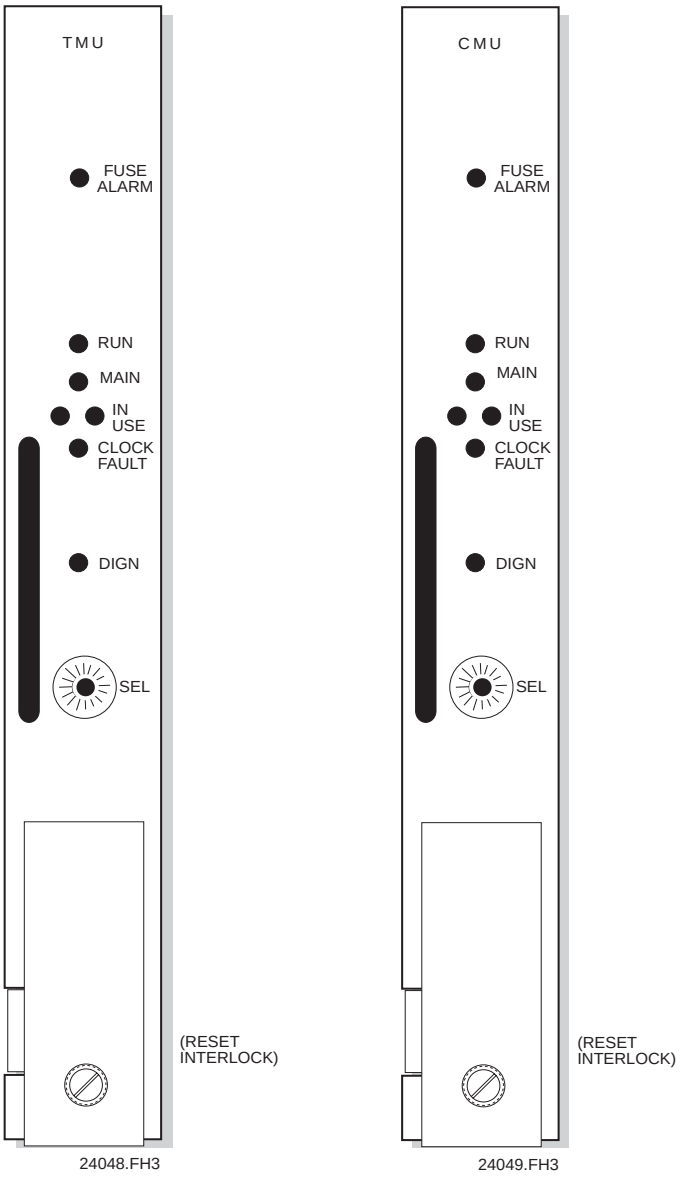

***Figure 5-1. TMU/CMU Front Panels***
***Front Panel Controls and Indicators.*** The front panel is illustrated in **Figure 5-1. Table 5-1** defines the control and indicator functions.
| RESET | Reset of unit (forcing reboot) done by loosening reset interlock thumbscrew until RUN LED goes out and RED CLK FAULT and AMBER DIAG LEDs turn on, then by tightening thumbscrew on reset interlock (see Figure 5-1). |